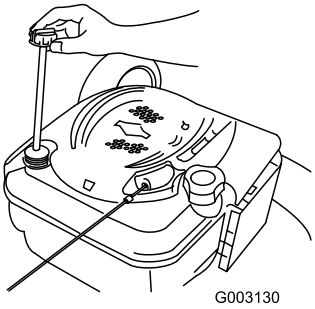

Figur 34
2. Ta bort oljestickan (Figur 34).